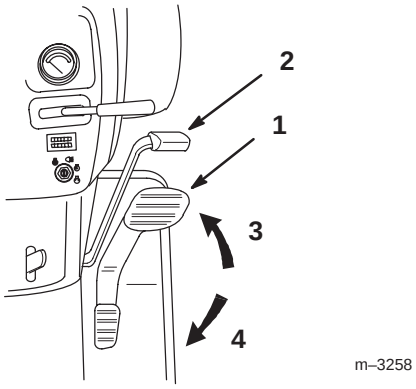

Bild 19
4. Stellen Sie Ihren Fuß auf das Fahrpedal und drücken langsam die Oberseite des Pedals, um vorwärts zu fahren oder die Unterseite, um rückwärts zu fahren (Bild 19). Je mehr Sie das Fahrpedal in eine Richtung durchdrücken, desto schneller fährt die Maschine in dieser Richtung.